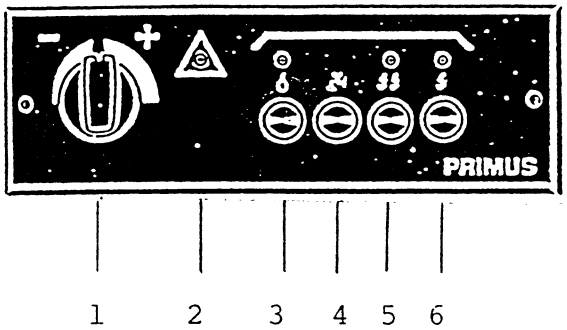

Bild 3 Regeltafel
Einschalten des Warmwassers ohne Betrieb der Raumheizung (in den Sommermonaten) (Bild 3 und 4)
Beide Einstellungen werden von der Regeltafel (Bild 3) vorgenommen. Druckknopf (6) schaltet die Stufe 1000 Watt und der Druckknopf (5) die Stufe zu 2000 Watt.